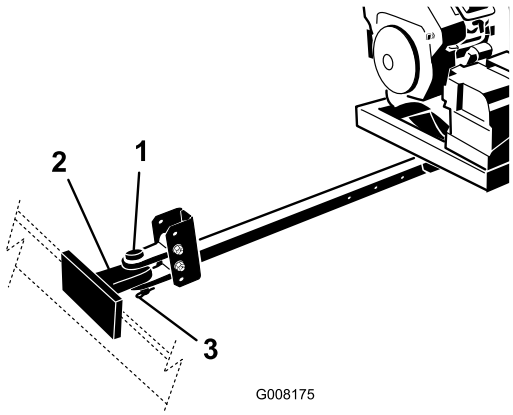

Rysunek 5
4. Podłącz zaczep jarzmowy dmuchawy z hakiem pojazdu holującego, używając sworznia zaczepowego i zawleczki (Rysunek 5).